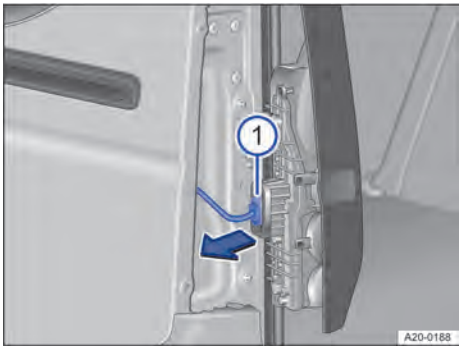

Bilde 177 På baklykten: Trekke ut pluggforbindelsen.
① Festeskruer.
1. Trekk ut pluggforbindelsen i pilretningen → Bilde 177 ①.
4. Fest pluggforbindelsen på pæreholderen → Bilde 177 ①.